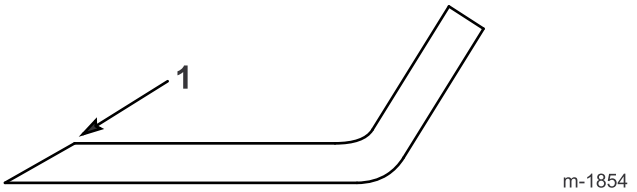

Figur 36
1. Slipa eggarna i båda ändar av varje kniv med en fil (Figur 36). Behåll ursprungsvinkeln. Kniven bibehåller balansen om du slipar bort lika mycket från båda knivseggarna.